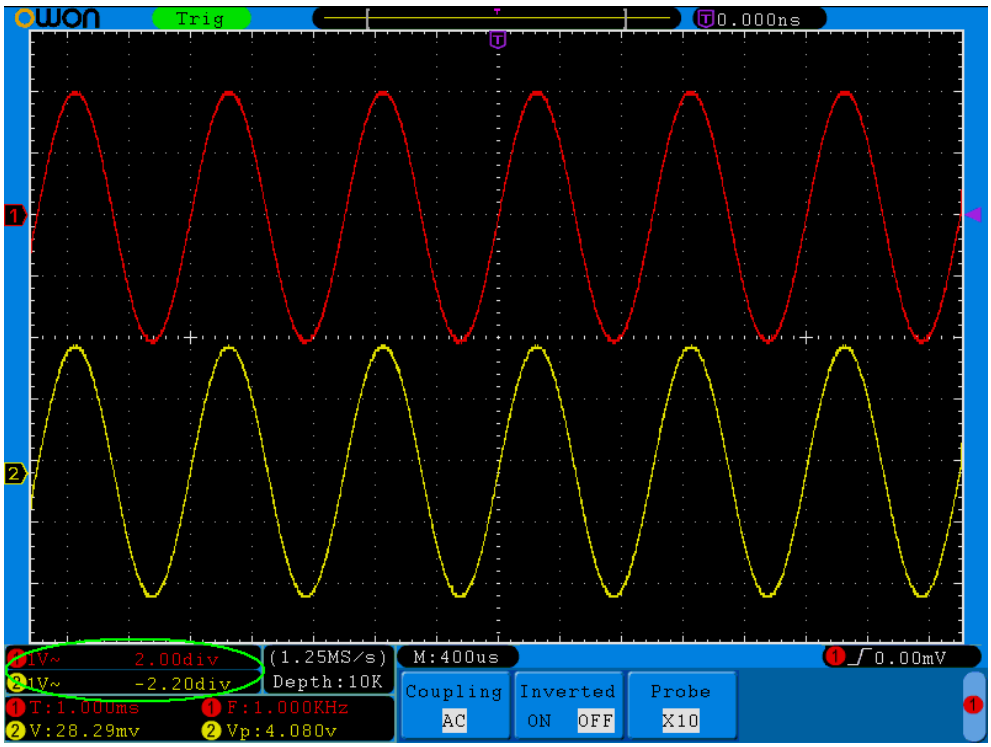

Рисунок 5-13 Информация о вертикальном положении осциллограммы
3. При регулировке информация о вертикальном положении осциллограммы канала отображается в левом нижнем углу экрана (см. рис. 5-13).